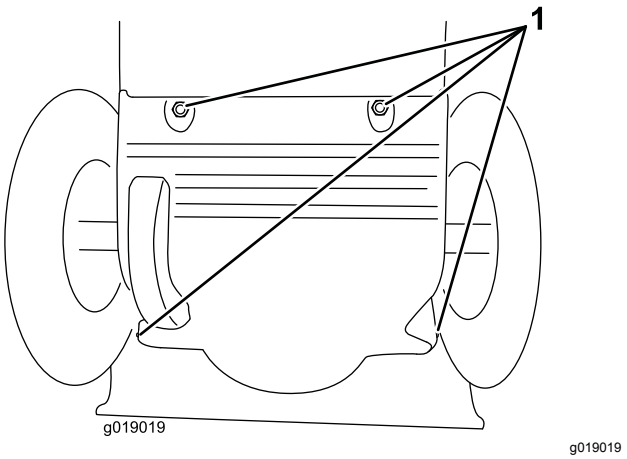

Figur 43
1. Fjern bagdækslet (Figur 43).